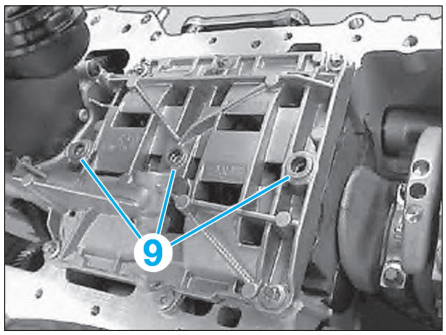

Fig. 32
• Dévisser toutes les entretoises (9) dans le sens antihoraire **(Fig.32)**.